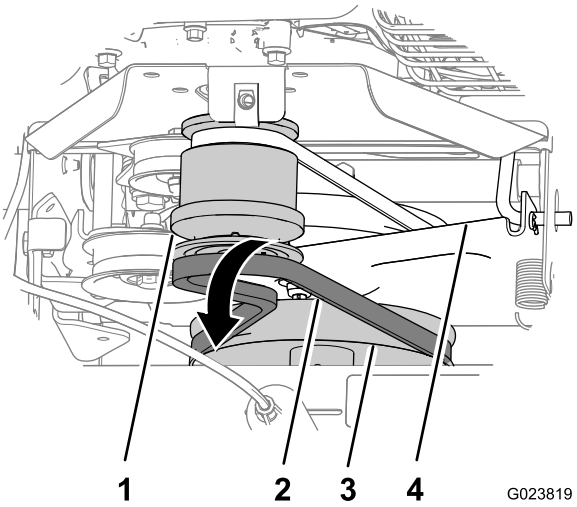

Figura 40
3. Fate scorrere la cinghia in avanti sopra la scanalatura anteriore della puleggia del motore (Figura 40).
4. Fate scorrere via la cinghia dalla puleggia della scatola ingranaggi della spazzola, spostate all'indietro la cinghia tra la puleggia e la staffa di comando della trazione e rimuovete la cinghia dalla macchina (Figura 40).
1. Allineate la cinghia sostitutiva tra la puleggia e la staffa di comando della trazione (Figura 40).
2. Fate scorrere la cinghia sopra la scanalatura nella parte inferiore della puleggia della scatola ingranaggi della spazzola (Figura 40).
3. Fate scorrere la cinghia sopra la scanalatura anteriore della puleggia del motore (Figura 40).